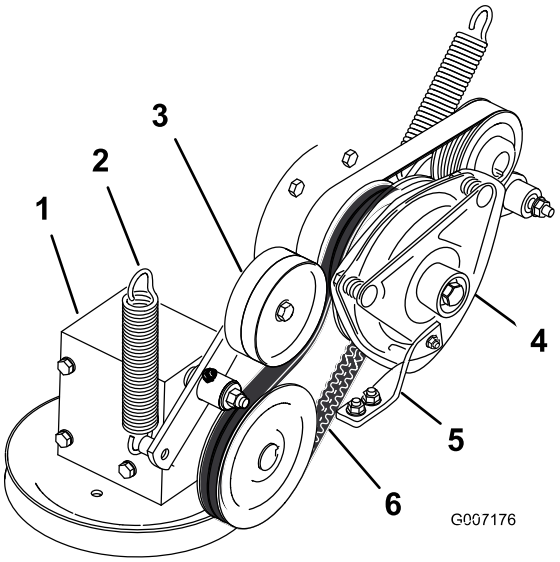

Figur 70
4. Fjern fjæren fra lederullarmen (Figur 70).
7. Sett den nye kraftuttaksremmen på clutchremskiven og girkasseremskiven (Figur 70).
9. Monter fjæren på lederullarmen (Figur 70).